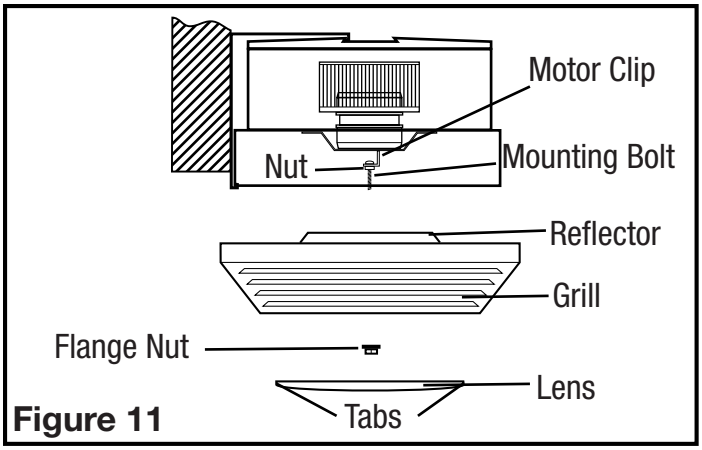

Figure 11
3. Install the grill/lens/light reflector, by first removing the lens from the grill (there are two tabs on either side that hold the lens in place). Then remove the acorn nut and the lock washer which are installed on the reflector mounting bolt in the fan housing. Adjust the height of the reflector mounting bolt so that the grill will be tight up against the finished ceiling and less than 1/4" of the reflector mounting bolt protrudes through the reflector. Secure the reflector bolt's position by tightening the factory installed nut against the motor clip **(Figure 11).**